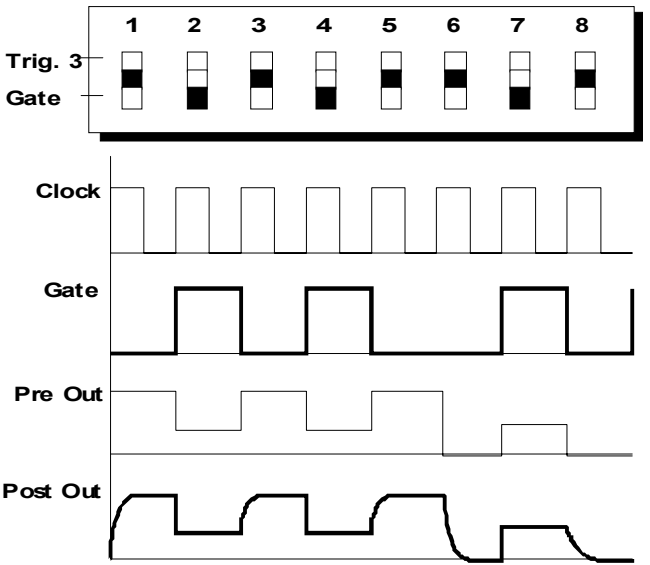

Abb. 2: zur Glide-Funktion
Falls für den momentan aktiven Step (z.B. Step 3) der **Slew Limiter aktiviert** ist (**Steuersignal mit Pegel "low"** liegt **an** der Buchse **Glide Crtl. ❸** an), erfolgt die Steuerspannungsänderung am Ausgang **Post Out ❸** vom vorher aktiven Step (hier: Step 2) nicht sprungartig, sondern gleitet entsprechend der eingestellten Gleitzeit auf den Spannungswert, den Sie für diesen Step eingestellt haben (s. Abb. 2).
Falls Sie die Gate-Spur dem Eingang **Glide Crtl. ❸** zuführen, können Sie (ähnlich wie bei der ROLAND TB 303) die **Glide-Funktion für jeden Step definiert an- und ausschalten** (s. Abb. 2).